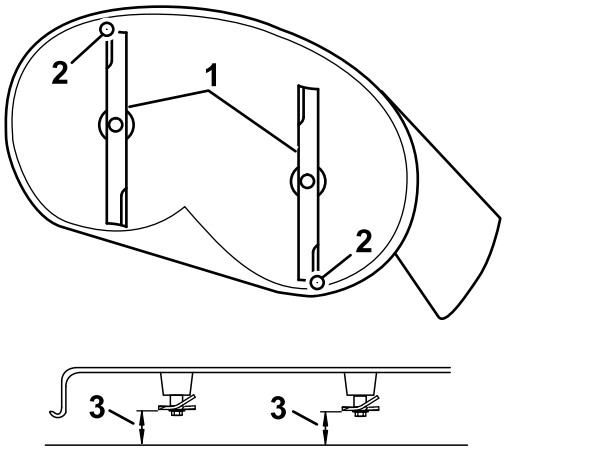

Rysunek 69
4. Ostrożnie przekręć ostrza tak, aby były ustawione w osi podłużnej kosiarki (Rysunek 69).
5. Zmierz odległość od przedniej końcówki ostrza do płaskiej powierzchni oraz od tylnej końcówki ostrza do płaskiej powierzchni (Rysunek 69 lub Rysunek 70).